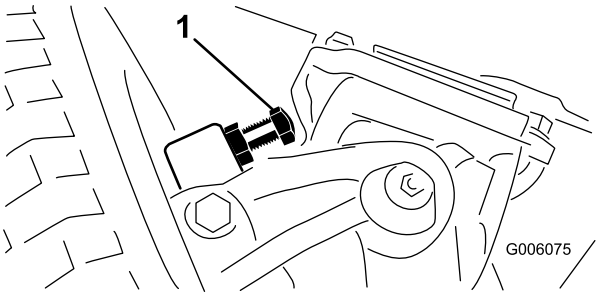

Figur 72
1. Gänga in eller ut bultarna tills du får ett spel på 2,3 mm (Figur 72).